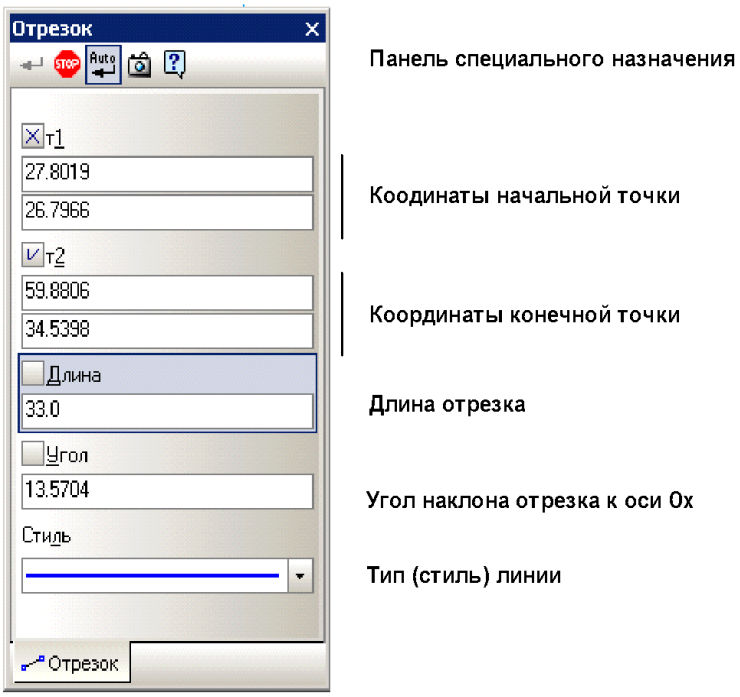

Рис. 2.7. Расшифровка обозначений **Панели свойств** инструмента **Отрезок**.
1.8. Зацепите мышью маркер перемещения **Панели свойств** и перетащите ее в рабочую область. На рис. 2.7 дано описание полей **Панели свойств** команды **Отрезок**.